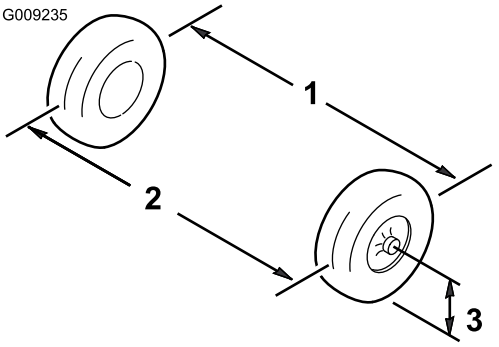

Figur 62
6. Mål avstanden mellom begge forhjulene ved akselhøyde, både foran og bak på forhjulene (Figur 62).